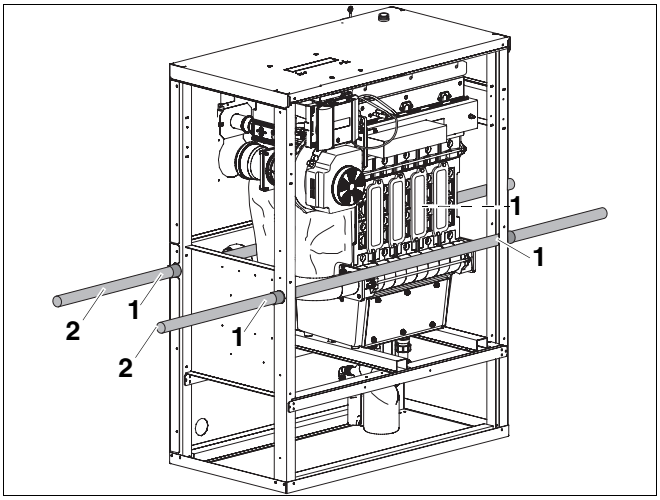

Afb. 7 Verwarmingsketel met behulp van de leidingen transporteren
- Schuif de leidingen door de gaten aan de voorzijde van de verwarmingsketel (➔ afb. 7).
- Beveilig de leidingen tegen wegglijden aan de in afb. 7 aangegeven posities, bijv. met kleefband.